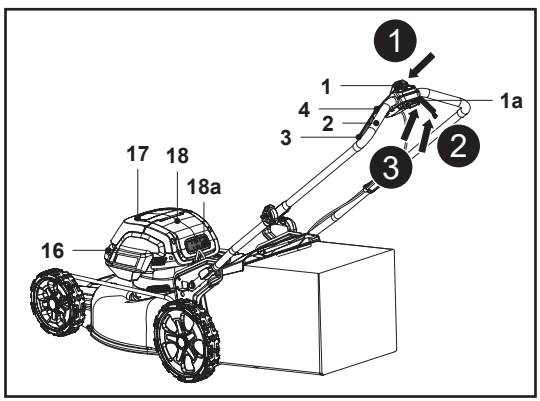

Fig. 18
1. Deschide capacul magnetic (17c) și capacul compartimentului pentru acumulatori (17), apoi introdu complet cei doi acumulatori (27).
2. Închide cu grijă capacul compartimentului pentru acumulatori (17).
3. Stai în spatele mânerului de prindere (2).
5. Ținând apăsat comutatorul de siguranță (1), trage manetele de pornire (3) spre mânerul de prindere (2) și ține-le în poziție (fig. 18, pașii 1 și 2).
6. După ce mașina de tuns iarba pornește, eliberează comutatorul de siguranță (1).
7. Nivelul efectiv al acumulatorului va fi indicat automat pe afișajul acestuia (18a) de pe spatele capacului motorului (18).
8. Lumina de lucru (16) din partea din față a capacului compartimentul pentru acumulatori (17) se va aprinde automat.
9. Când ești gata să tunzi iarba, trage manetele de autopropulsie (4) împreună cu manetele de pornire (3) către mânerul de prindere (2) și ține-le în poziție pentru a propulsa produsul înainte (fig. 18, pasul 3).